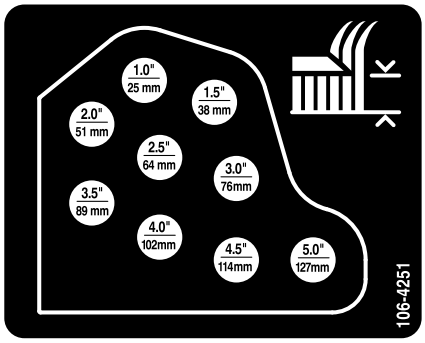

図 17
10. ヘアピンコッターとクレビスピンを使って、希望する刈高穴に、刈高チェーンを取り付ける図 17。